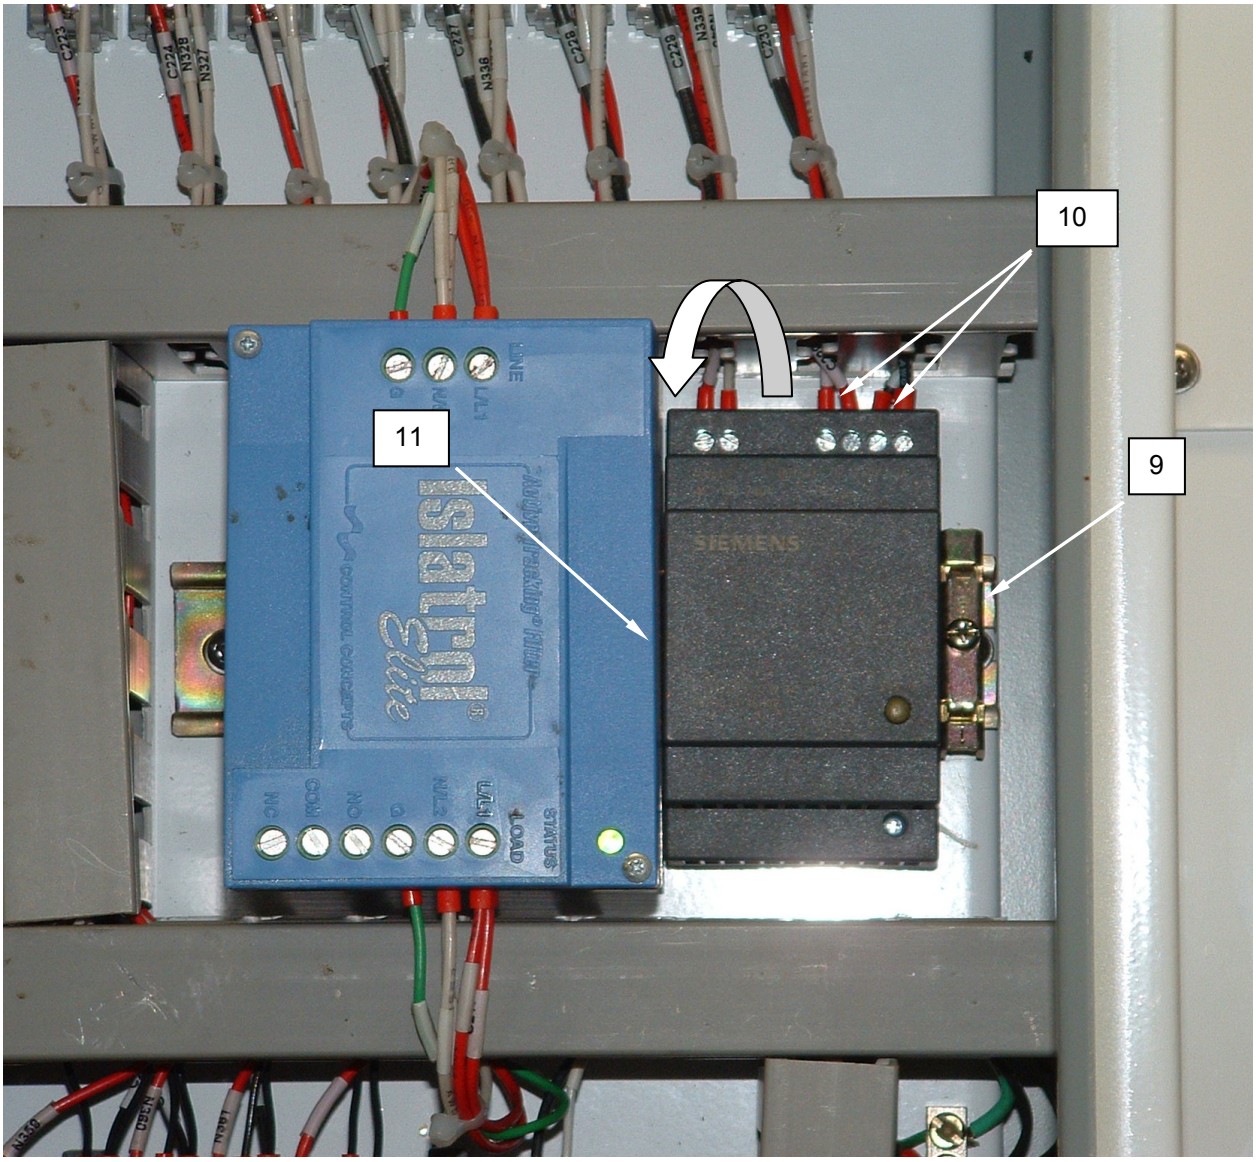

Figure 5. Replace DC Power Supply.
3. Loosen the screw retaining the clip **(Figure 5, Item 9)** and remove the clip.
4. Tag and disconnect wiring at terminals **(Figure 5, Item 10)** from DC power supply **(Figure 5, Item 11)**.
5. Remove DC power supply **(Figure 5, Item 11)** by grasping the power supply and pulling the top of the power supply out while pushing the lower part of the power supply in with the heel of your hand.
6. Install replacement DC power supply **(Figure 5, Item 11)** by engaging the lower part of the power supply first, and then applying pressure to the top with your hand.
7. Install the clip **(Figure 5, Item 9)** and retain with screw.
8. Connect wiring to replacement DC power supply **(Figure 5, Item 11)** as tagged.